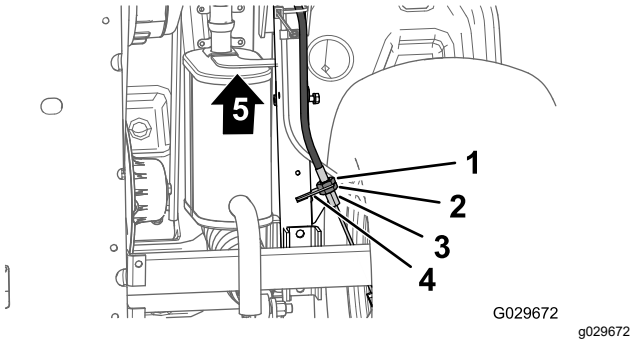

Figur 57
3. I bunden af maskinen løsnes den bageste kontramøtrik til den gevindskårne justeringsskrue på parkeringsbremsens kabel med 4 omgange (Figur 57).
4. Stram den fremadgående kontramøtrik (Figur 57).
A. Løsn den fremadgående kontramøtrik (Figur 57) for den gevindskårne justeringsskrue på parkeringsbremsens kabel med 1 omgang.
B. Stram den bageste kontramøtrik (Figur 57).
A. Løsn den bageste kontramøtrik (Figur 57) for den gevindskårne justeringsskrue på parkeringsbremsens kabel med 1 omgang.
B. Stram den fremadgående kontramøtrik (Figur 57).